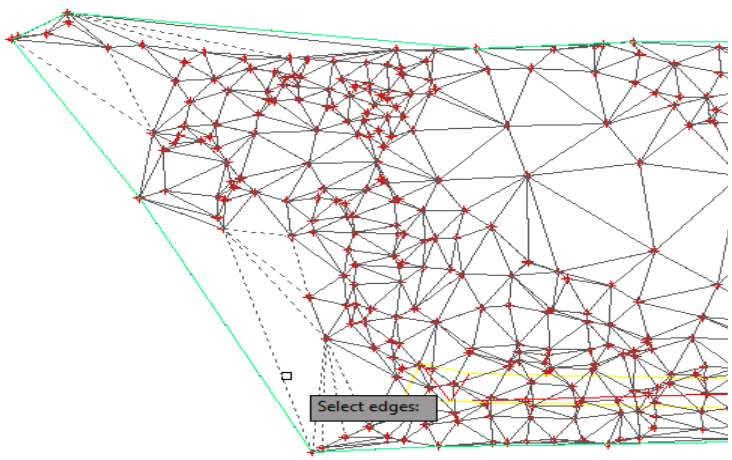

Figure 3-67 *Selecting the longer edges of the triangles*
5. Select all the longer edges on the left side of the surface and shorter edges on the top left corner, as shown in Figure 3-67.